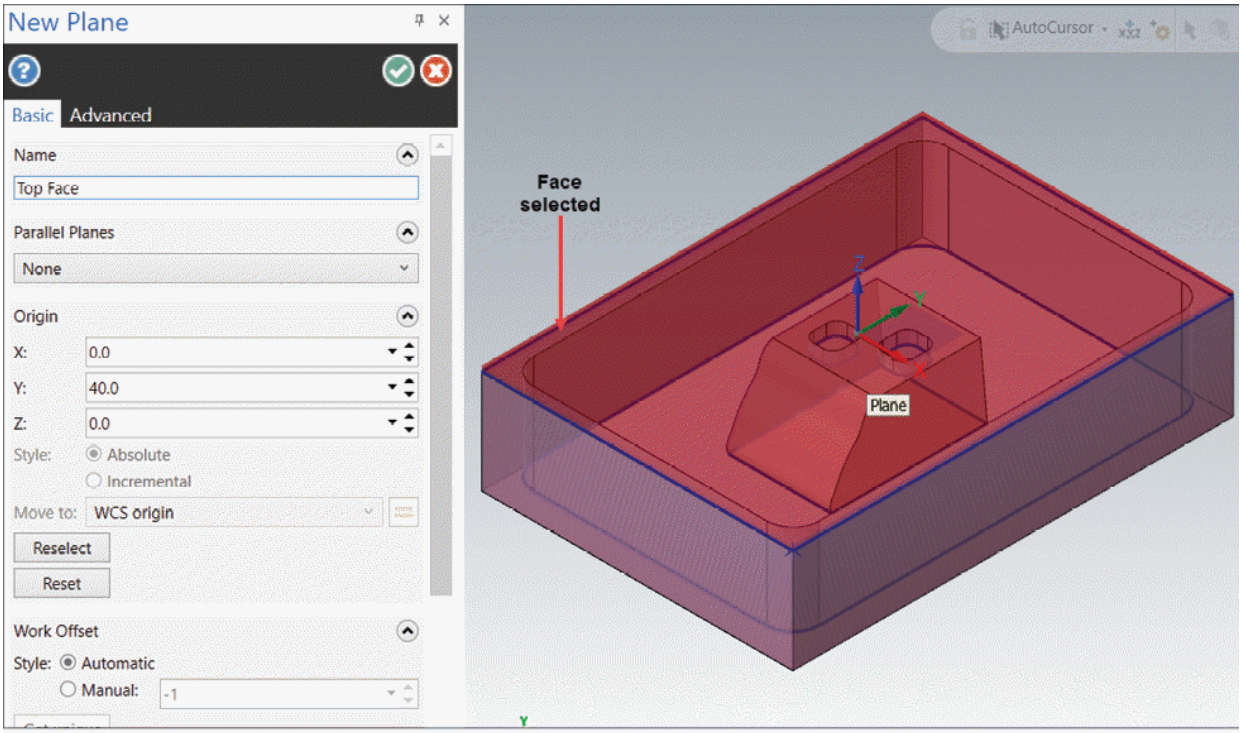

Figure-24. Defining new plane
- Specify the name of plane as **Top Face**; refer to Figure-24 and click on the **OK** button from the **Manager**. The plane will be created and displayed in the **Planes Manager**.